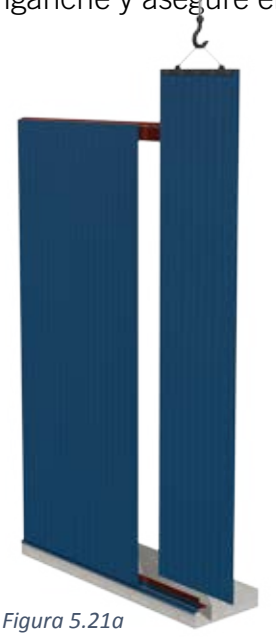

Figura 5.21a
5.21 Fije el panel en su lugar como se muestra en la figura 5.21a, retire la abrazadera, enganche y asegure el panel.